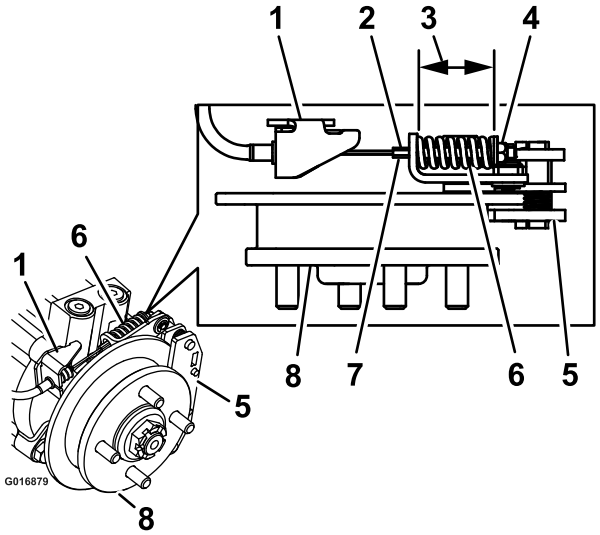

Figur 71
9. Håll den gängade stavänden med ett verktyg och justera låsmuttern tills fjäderns längd är mellan 3,8 och 4,0 cm, se Figur 71. Se till att vajern inte vrider sig när du lossar muttrarna.